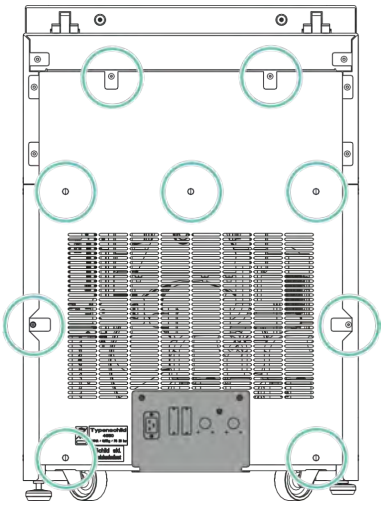

Fig. 9: Screw positions, rear panel
2. Loosen the 9 internal hexalobular screws (T15) on the rear panel and remove (*Fig. 9*).